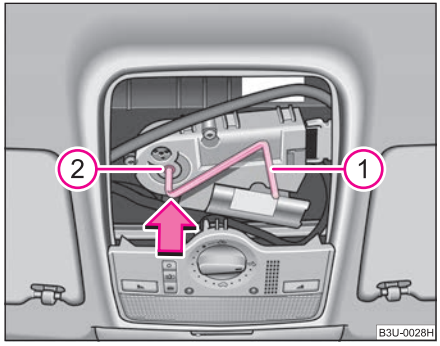

Fig. 34 Detail of the headliner: Emergency operation
– Press the crank handle (1) fully into the hexagon hole (2) ⇒ page 54, fig. 34.